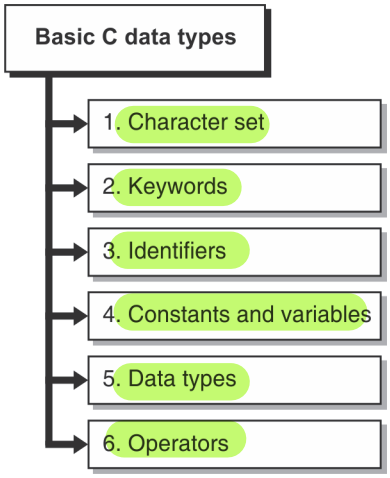

Fig. 4.7.1 : Basic C data types
- The basic C data types are shown in Fig. 4.7.1.